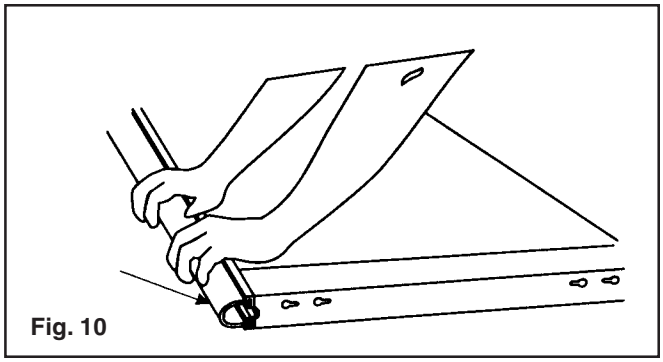

Fig. 10
**Step 2:** Find the section with the black weatherstrip fastened to one edge. The weatherstrip is on the bottom edge of the bottom section. Some models have filler tube(s) inserted into the weatherstrip, remove them now. Place the section on saw horses face down. (FIG. 10)